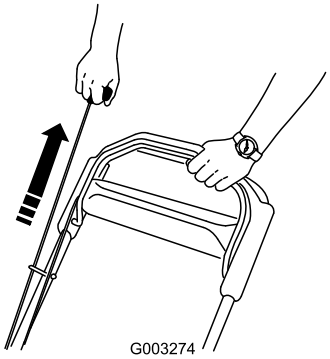

**Figuur 18**
3. Trek het startkoord uit (Figuur 18).